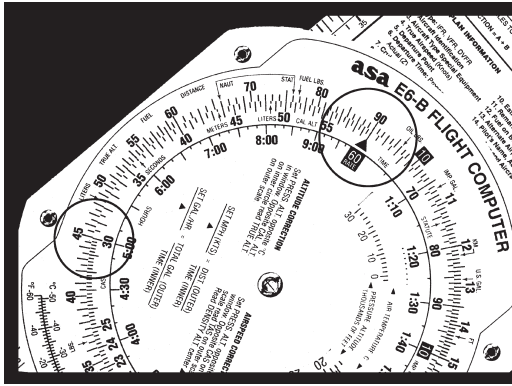

Figure 16
2. Find 300 feet per mile on the middle scale (*see* Figure 16).